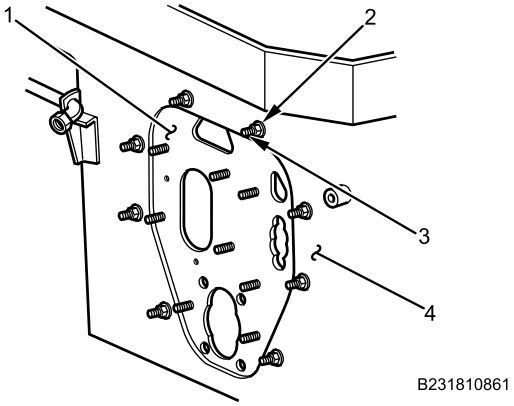

Figure 2. DCM Bracket Assembly.
1. Install DCM bracket assembly (Figure 2, Item 1) on firewall (Figure 2, Item 4).
2. Apply corrosion preventive compound to DCM bracket assembly studs (Figure 2, Item 3).
3. Install eight nuts (Figure 2, Item 2) on DCM bracket assembly studs (Figure 2, Item 3). Tighten nuts securely,